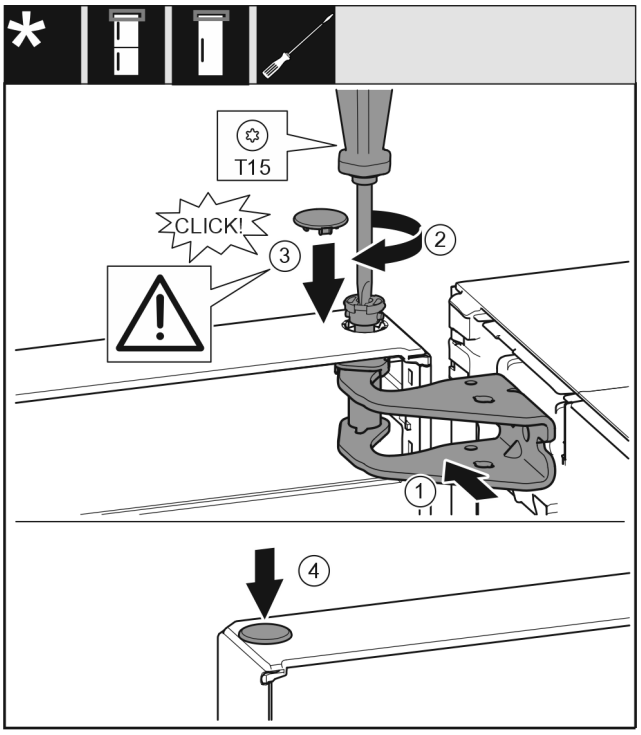

Fig. 24
- ▶ Tür oben zur Öffnung im Lagerbock *Fig. 24 (1)*ausrichten.
- ▶ Bolzen *Fig. 24 (2)* einsetzen und mit Schraubendreher festschrauben.
- ▶ Abdeckung *Fig. 24 (3)* einsetzen.
- ▶ Kontrollieren, dass die Abdeckung *Fig. 24 (3)* auf der Tür aufliegt.
▶ Abdeckung *Fig. 24 (4)* einsetzen.